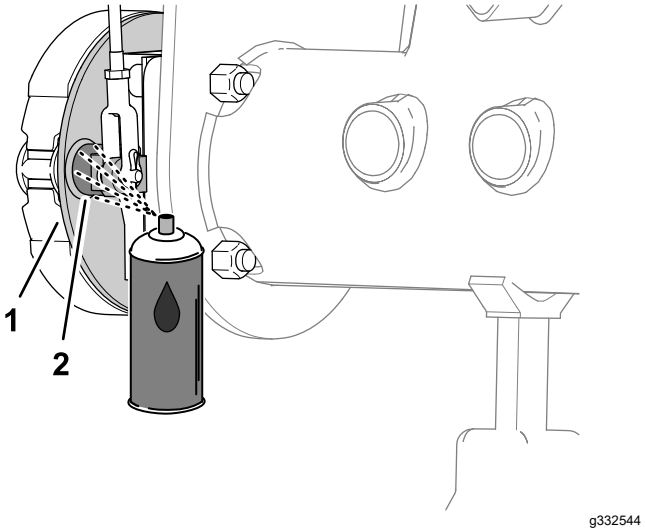
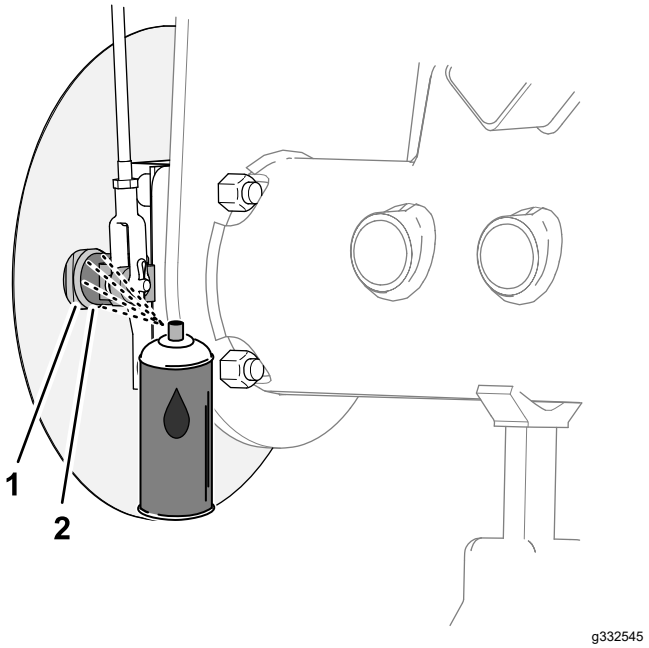

**Figuur 68**
**Figuur 69**
1. Spuit aan de binnenkant van de remsteunplaat (machines zonder het optionele grasscherm aan de velgen) of het wielscherm (machines met het optionele grasscherm aan de velgen) kruipolie tussen de as van de remnok en de steunplaat (Figuur 68 of Figuur 69).